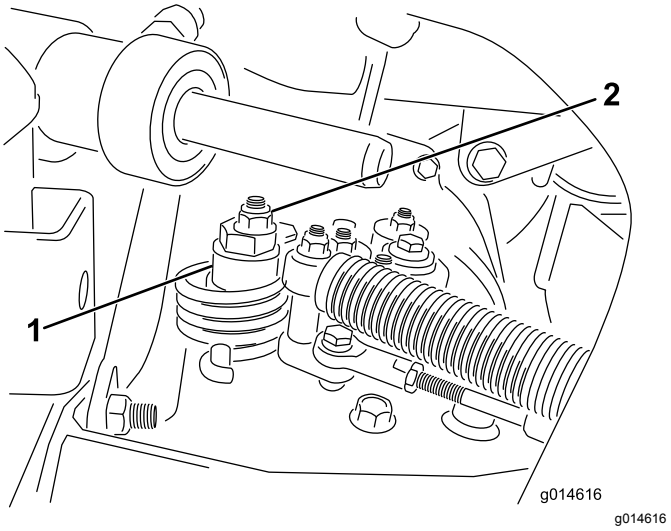

Figur 31
A. Løsn møtrikken, der fastgør den excentriske bolt til den øverste del af hydrostaten (Figur 31).
C. Drej den excentriske bolt, indtil der ikke forekommer krybning i nogen retning. Når hjulet holder op med at dreje, skal den møtrik, der låser den excentriske bolt og justeringen, tilspændes (Figur 31). Kontroller indstillingen med gashåndtaget i positionen LANGSOM og HURTIG.